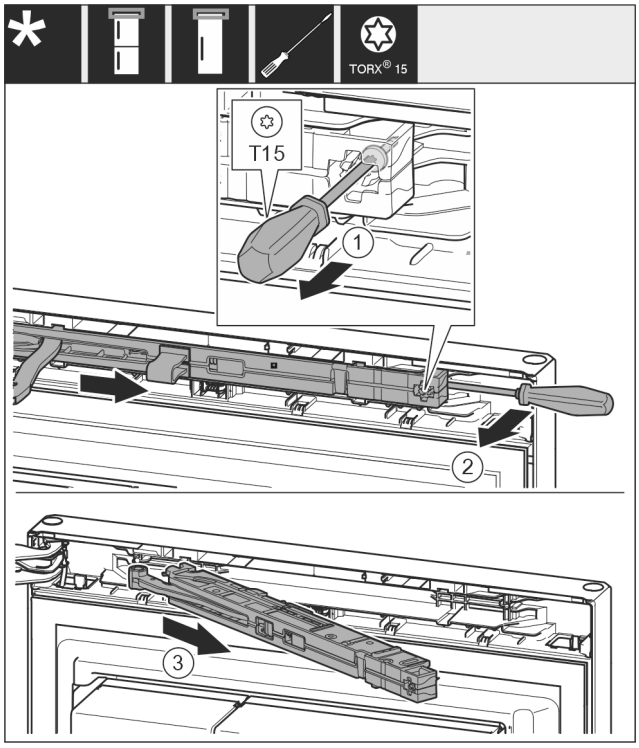

Fig. 12
▶ Atskrūvējiet durvju amortizatora mezgla skrūvi *Fig. 12 (1)* ar skrūvgriezi 14 mm.
▶ Izceliet durvju amortizatora mezglu *Fig. 12 (2)* roktura pusē ar skrūvgriezi uz priekšu.
▶ Izvelciet durvju amortizatora mezglu *Fig. 12 (3)*.